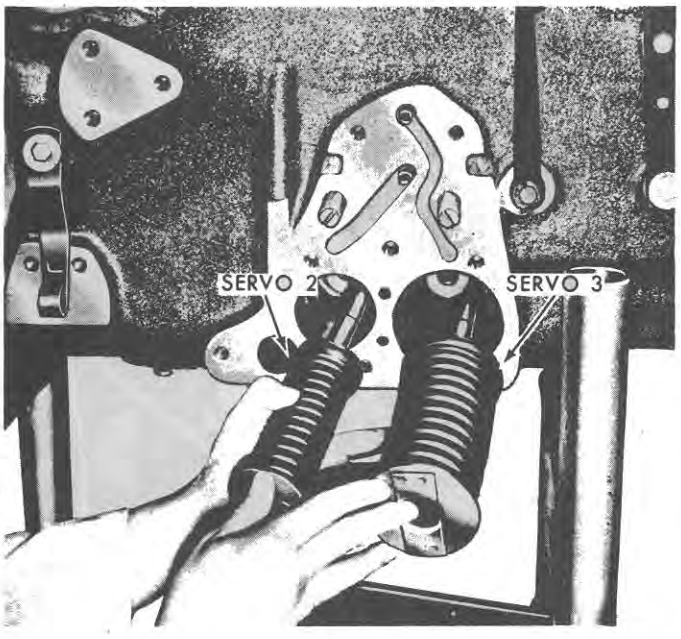

Figure 38
4. Remove the servos from the case and remove the piston rod guides out of the servo bores, Figures 38 and 39.